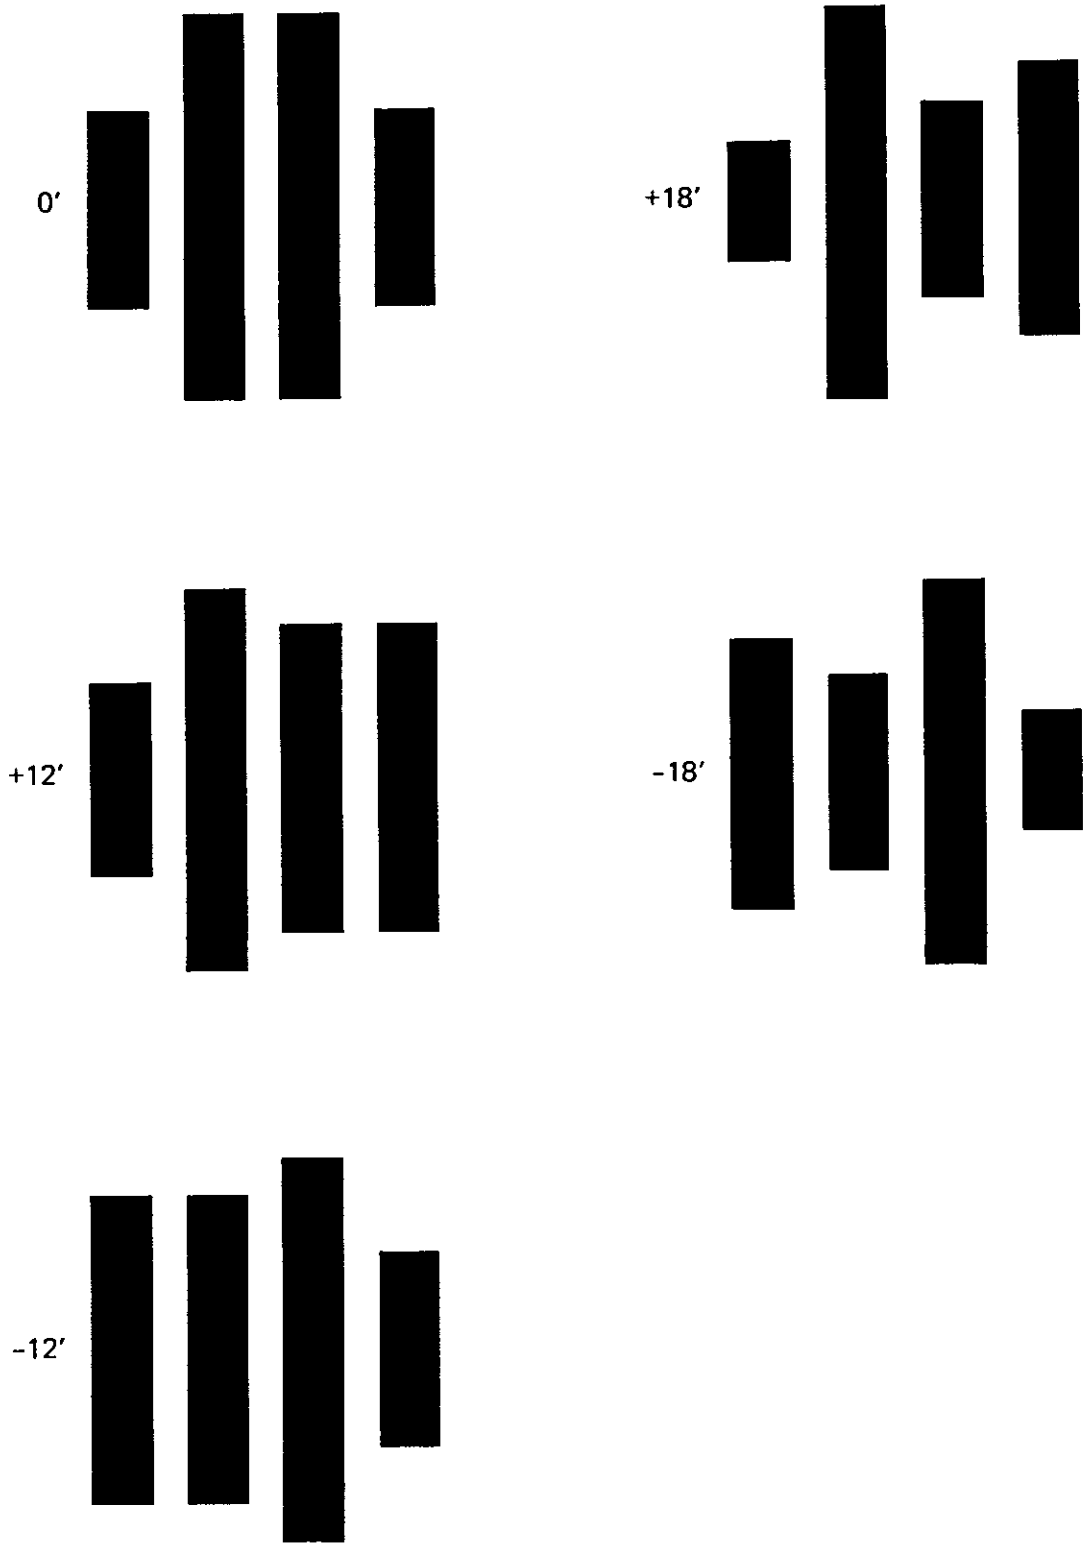

FIGURE 48. AZIMUTH BURST PATTERNS
d. Compare waveform to Figure 48. If not within the range shown replace the Head Actuator Assembly 2.4.10.1